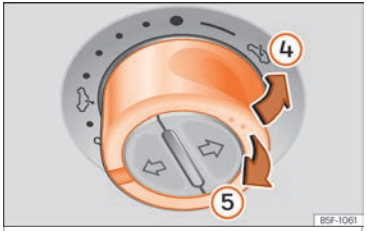

Fig. 16 On the internal cover of the roof: press the button and pull on it to raise and lower the sunroof.
- Lift: Push the switch to position ››› Fig. 16 ④. For an intermediate position, hold down the switch until you reach the desired position.
- Lower: pull the switch to position ››› Fig. 16 ⑤. For an intermediate position, hold down the switch until you reach the desired position.